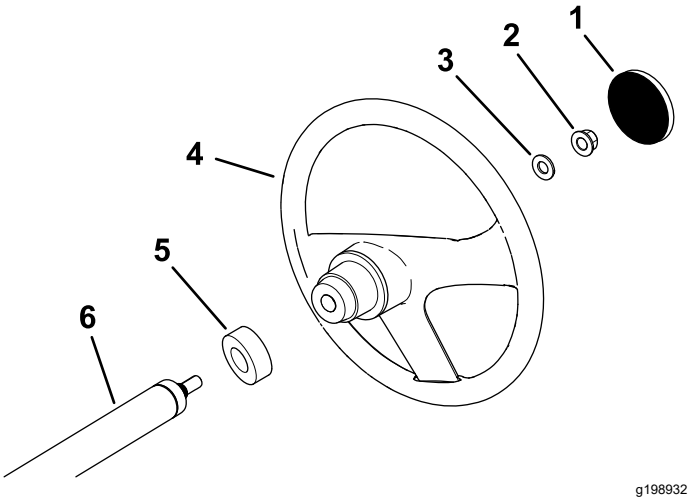

Figur 3
1. Fjern dækslet fra navet på rattet, hvis det er monteret (Figur 3).
2. Afmonter låsemøtrikken (½") fra ratakslen (Figur 3).
3. Skub rattet, støvdækslet og spændeskiven (1/2 tomme) på ratakslen (Figur 3).
5. Monter dækslet på rattet (Figur 3).